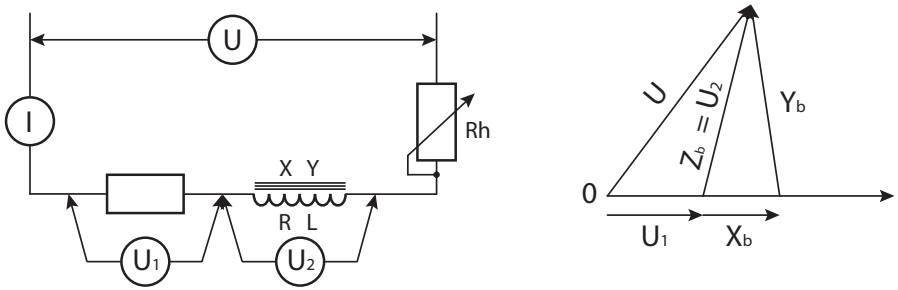

Figure 2
Posons $Z = X + jY$ et réalisons le montage de la *figure 2*, où **r** est une résistance quelconque inconnue, mais assez grande pour que $\mathbf{U_2}$ soit très différent de **U**.
1. Réaliser le montage de la *figure 2* avec **r** assez grand, et pouvant supporter le courant normal de la bobine.